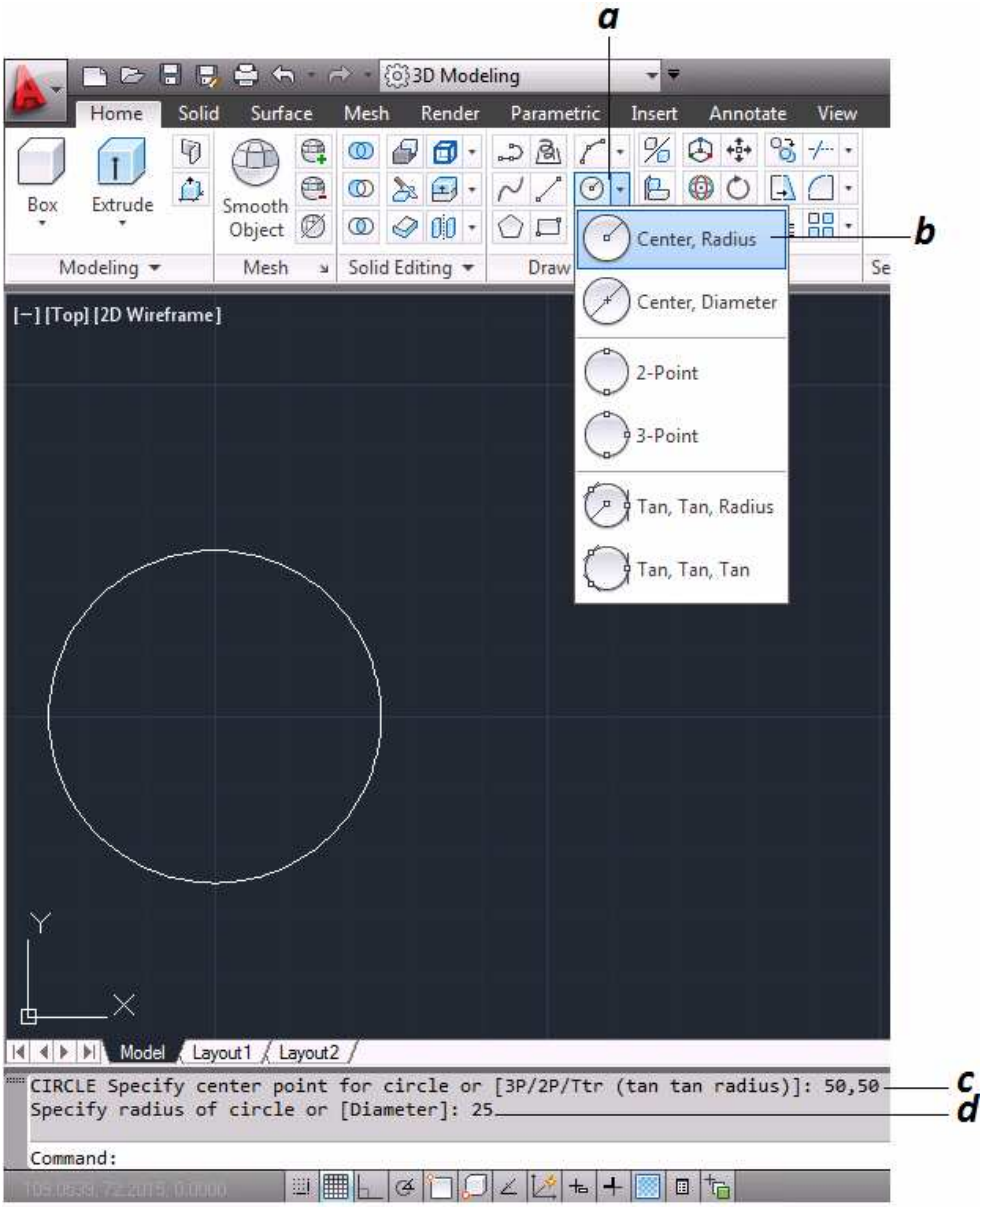

Figura 3.19 Creación de Entidades "Circulo"
Ahora se creará un círculo *(figura 3.19)* a partir del comando Círculo [C], con la herramienta Centro, Radio [Center, Radius].
a. Se selecciona la herramienta Círculo de la barra de herramientas *(figura 3.19)*.
b. Se selecciona la herramienta Centro, Radio *(figura 3.19)*.
c. La coordenada que fungirá como centro es 50,50 *(figura 3.19)*.
d. Ahora se pide seleccionar el Radio de nuestro circulo se ingresa que es de 25 y se da enter *(figura 3.19)*.
e. Se tiene un circulo de R=25 *(figura 3.19)*.